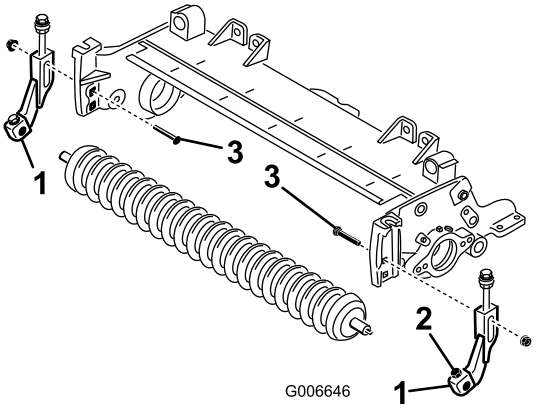

図 20
15. 5/16 x 1-1/8 in キャップスクリュと 5/16 in フランジヘッドロックナットを使用して、新しい左右刈高ブラケットを、既存の前ローラに取り付ける。刈高ブラケットは 図 20 のように組み付ける。
16. 図 図 20 を参考にして、先ほど外したキャリッジボルトと新しい 3/8 in フランジナットを使って、各サイドプレートの上側の四角穴に刈高ブラケットを仮止めする.
18. ローラがブラケットの中間にくるように調整し、キャップスクリュとロックナットでブラケットに固定する。図 20。